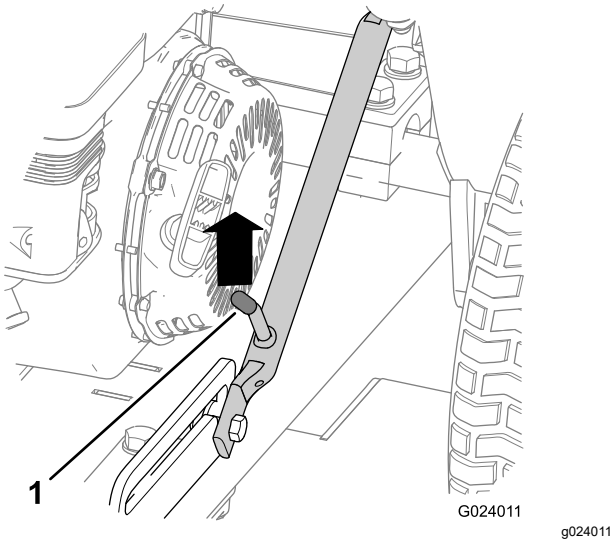

Figur 18
1. Skub op på bugsertræksamlingen, indtil låsegrebet kommer fri af låsen i slæden (Figur 18).
5. Hæv bugsertrækket (Figur 23), indtil låsegrebet kommer i låsen i slæden (Figur 18).